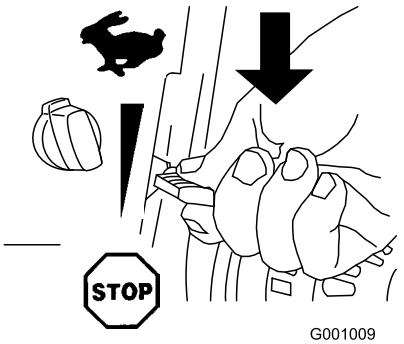

Figura 29
1. Portate l'acceleratore in posizione Stop (Figura 29).